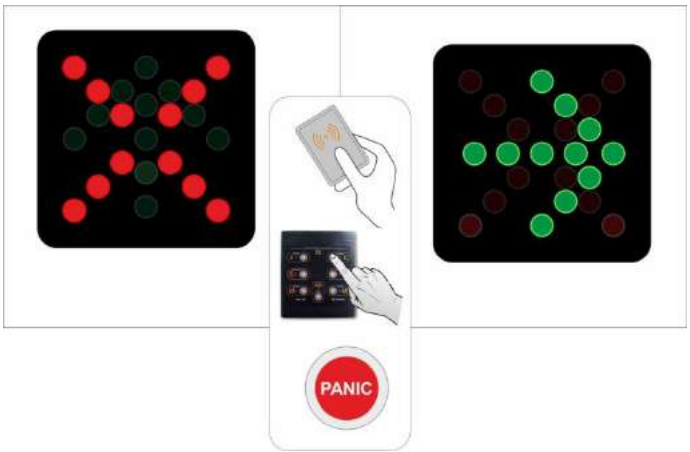

Fig. 4 - Turnstile status LED display
1.4.1.1 The turnstile body is a metalware, which footing ***10*** (*See Fig.1*) is installed on an even surface by means of Redibolt anchors. The turnstile status is displayed by LED display boards ***2***, built in the turnstile body. The turnstile initial state is indicated by constantly lit red LED (*See Fig.4*): the turnstile access is locked in both directions.